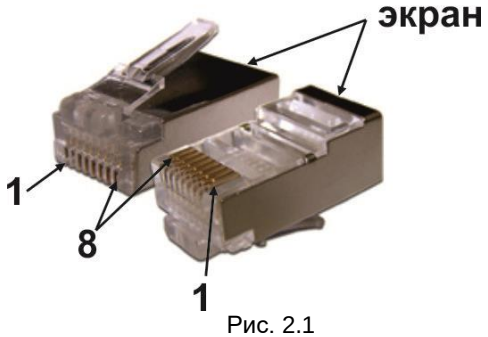
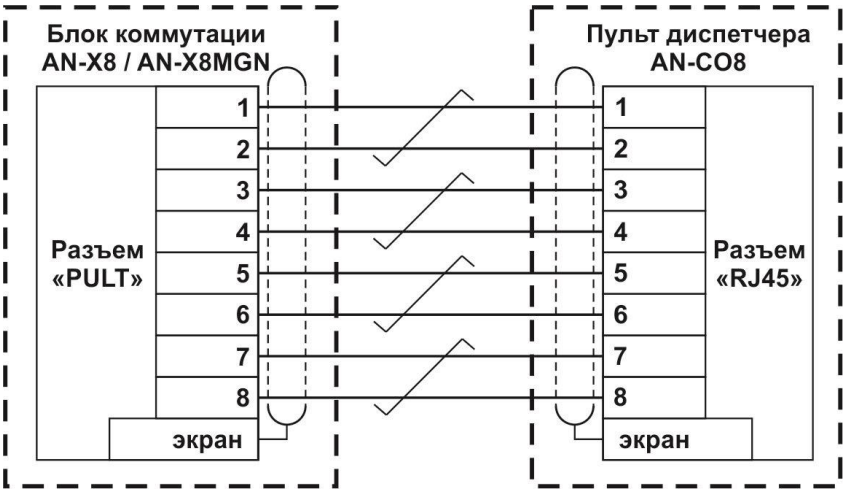
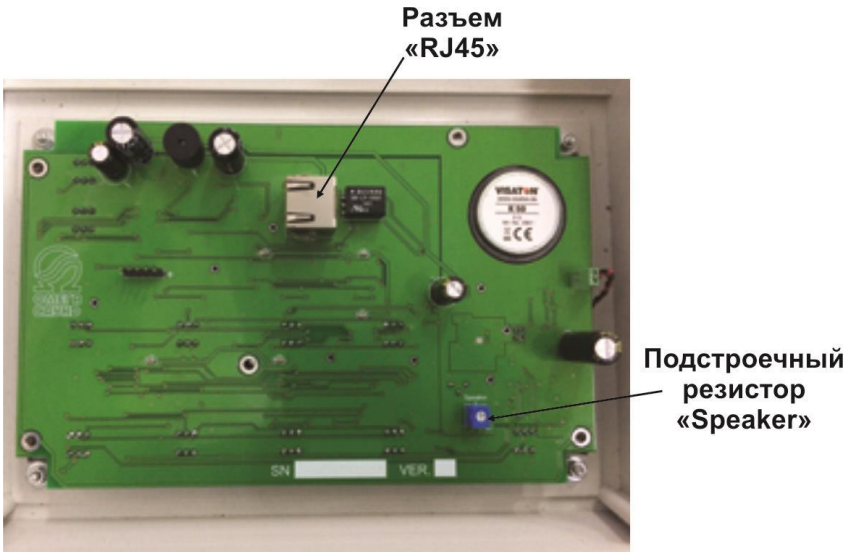

Рис. 2.1
Рис. 2.2
Рис. 2.3
- Приготовьте заранее схему подключения к изделию всех необходимых внешних электропроводок (см. рис.2.1 и Рис.2.2) и определите место установки изделия.
8.1.1 Распиновка кабельной вилки RJ45 (8P8C) показана на Рис. 2.1
8.1.2. Схема подключения ПД AN-CO8 к блоку коммутации AN-X8 (AN-X8MGN) показана на Рис. 2.2.
8.1.3. Плата ПД AN-CO8 с разъемом «RJ45» показана на Рис. 2.3
6) Введите кабель подключения к блоку коммутации AN-X8 (AN-X8MGN) через кабельный ввод и установите экранированную вилку RJ45, входящую в комплект поставки согласно Рис.2.1 и Рис.2.2. Подключите кабель к разъему RJ45 (Рис.2.3). При установке соблюдайте осторожность, чтобы не повредить компоненты печатной платы. Не оказывайте чрезмерных механических воздействий на печатную плату или ее компоненты, включая разъемы и контакты. При установке примите меры к тому, чтобы пыль и мусор не попадали внутрь корпуса. Загрязнения могут вызывать сбои (неисправность) изделия и сокращают срок его службы.
8) Убедитесь в том, что изделие работает в штатном режиме. При необходимости, отрегулируйте громкость громкоговорителя с помощью подстроечного резистора «Speaker» (см. Рис.2.3). Чрезмерное увеличение громкости может вызвать эффект перегрузки аудио тракта.
11) Введите кабель подключения к блоку коммутации AN-X8 (AN-X8MGN) через кабельный ввод и установите, входящую в комплект поставки экранированную вилку RJ45, согласно Рис.2.1 и Рис.2.2. Подключите кабель к разъему RJ45 (Рис.2.3). При установке соблюдайте осторожность, чтобы не повредить компоненты печатной платы. Не оказывайте чрезмерных механических воздействий на печатную плату или ее компоненты, включая разъемы и контакты. При установке примите меры к тому, чтобы пыль и мусор не попадали внутрь корпуса. Загрязнения могут вызывать сбои (неисправность) изделия и сокращают срок его службы.
13) Убедитесь в том, что изделие работает в штатном режиме. При необходимости, отрегулируйте громкость громкоговорителя с помощью подстроечного резистора «Speaker» (см. Рис.2.3).